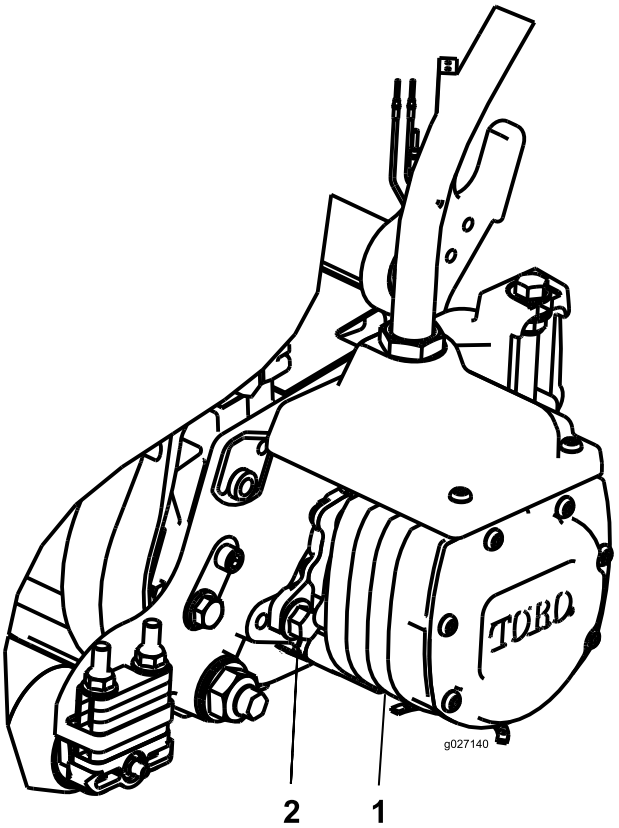

Figur 10
14. Montera motorn genom att vrida den medurs så att motorflänsarna går fria från skruvarna (Figur 10).